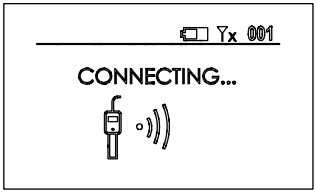
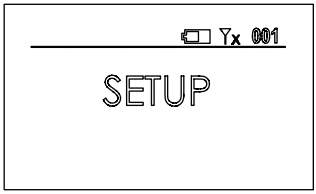

Fig. 2
Fig. 3
Then the unit will try connection showing the connecting screen (fig. 2). This screen will disappear after a brief moment if the unit has already been configured, but if it has not been paired then the message will stay on screen waiting for configuration.
1. Starting from the connecting screen (figure 2) press and hold the power button until "setup" is shown on the screen (figure 3). Release the button.